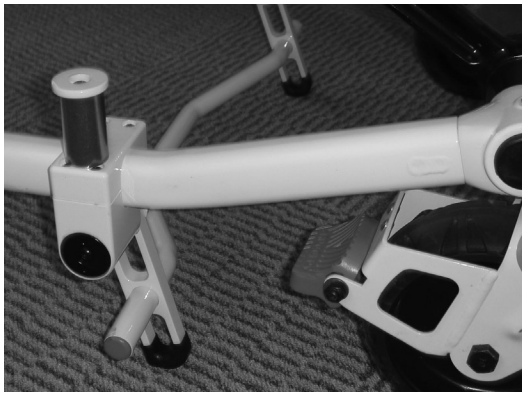

Abbildung 39
3. Beide Bediener müssen sicherstellen, dass sich der Ständer in der gesperrten Vorwärtsposition befindet (siehe Abbildung 39).